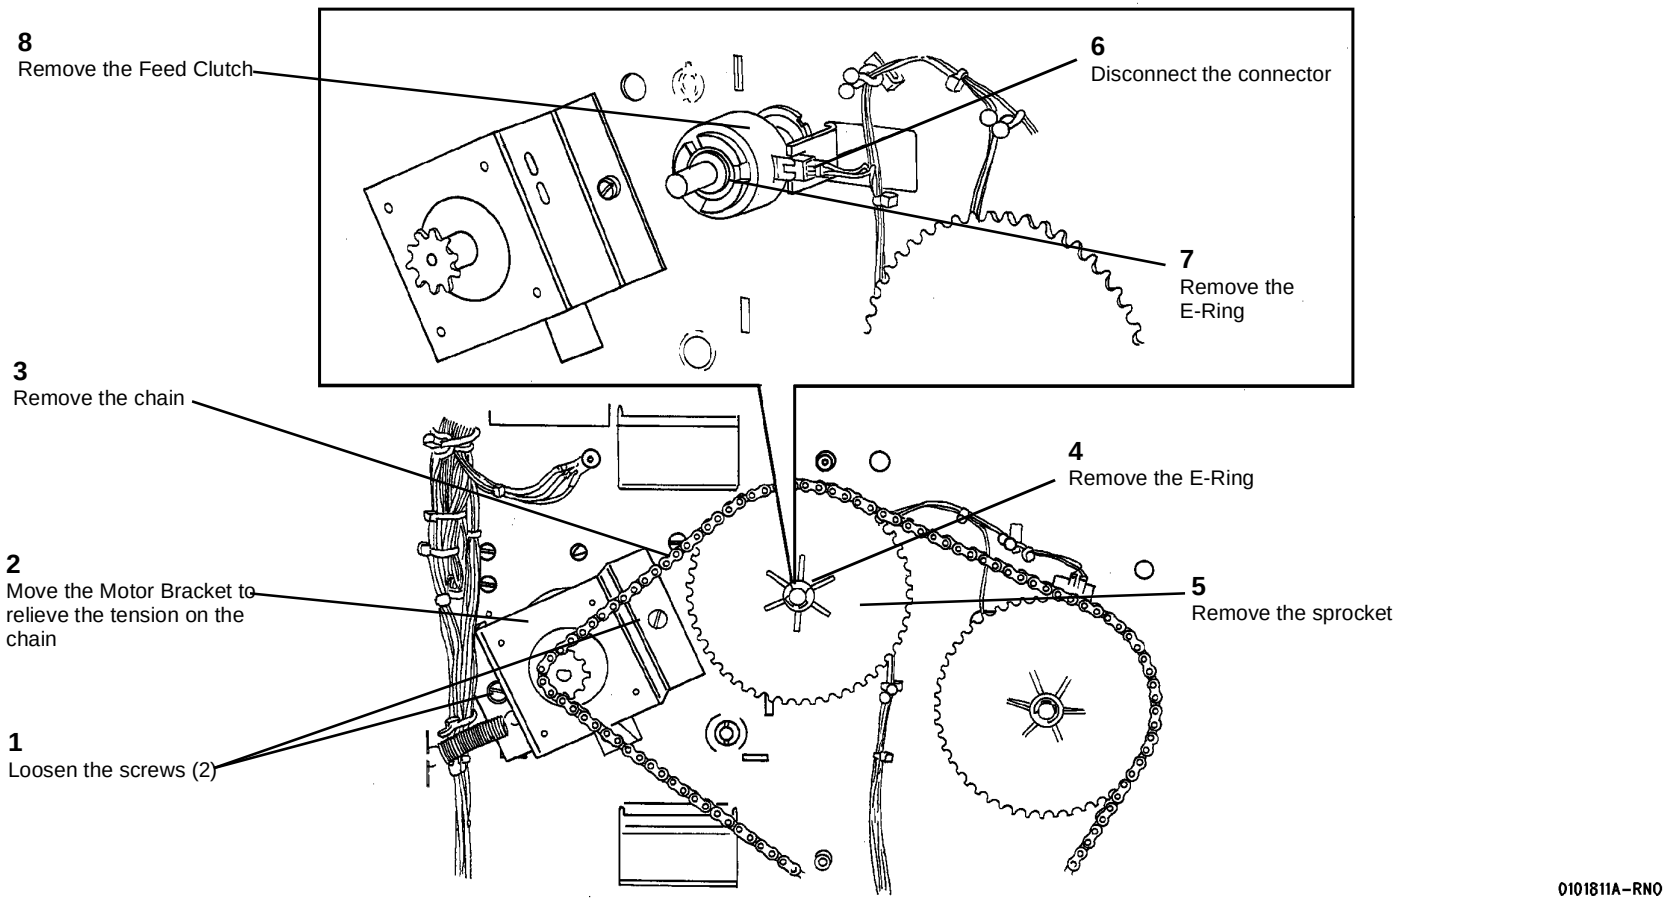

**Figure 1 Removing the Feed Clutch**
2. (Figure 1): Remove the Feed Clutch.